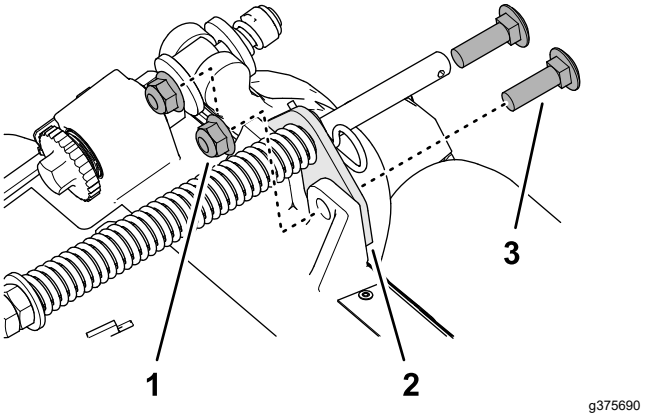

Рисунок 13
2. Удалите 2 фланцевые контргайки (⅜ дюйма) и 2 каретных болта (⅜ x 1¼ дюйма), которые крепят кронштейн компенсатора состояния грунта к раме режущего блока (Рисунок 13).